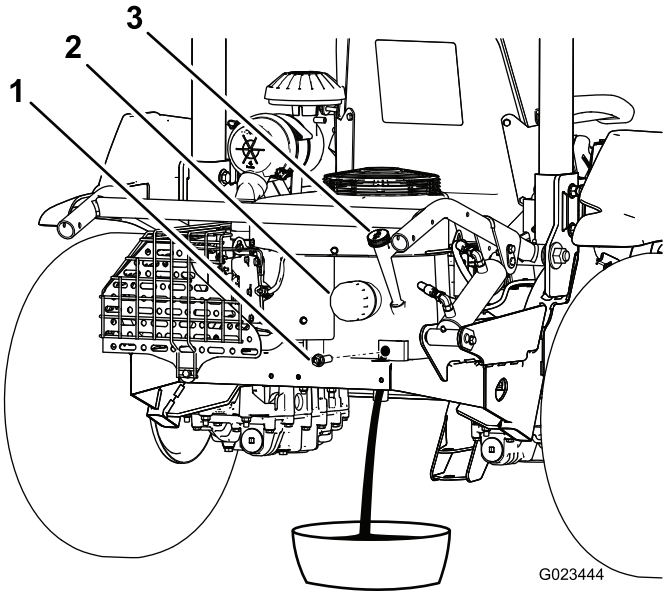

Figuur 40
3. Verwijder de aftapplug (Figuur 40) en laat de olie in een geschikte opvangbak lopen. Als er geen olie meer naar buiten stroomt, plaatst u de aftapplug terug.